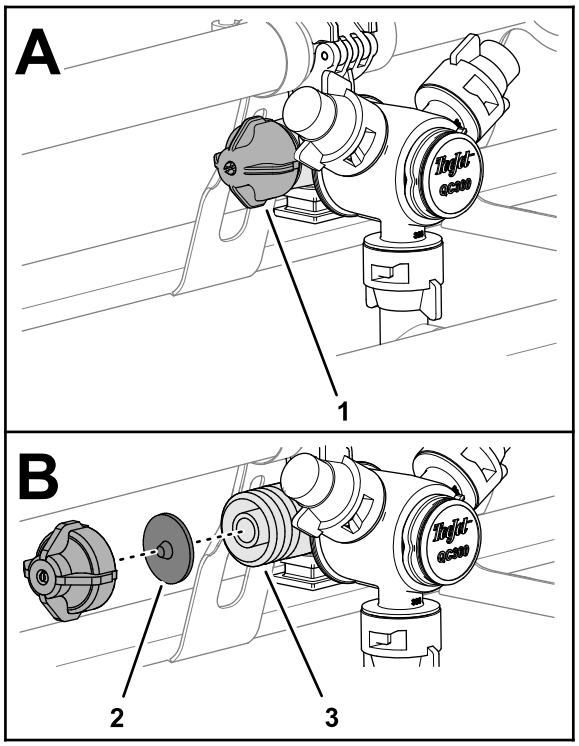

Figur 33
1. Vrid membranlocket moturs och ta bort locket från munstyckskroppen (Figur 33).
2. Ta bort backventilsmembranet från locket eller munstyckskroppen (Figur 33).
3. Rengör locket, membranet och munstyckskroppen med rent vatten (Figur 33).
4. Montera membranet i locket med membranets spets mot locket (Figur 33).
5. Montera locket och membranet på munstyckskroppen och dra åt för hand (Figur 33).